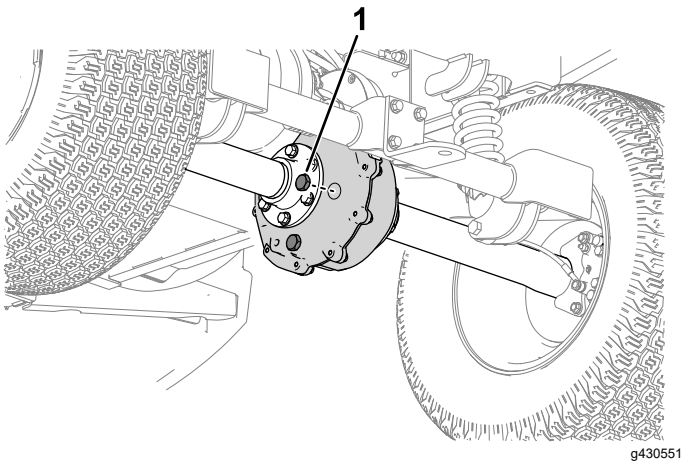

Figur 46
1. Ta bort växellådans påfyllningsplugg (Figur 46).
2. Om vätskenivån är låg ska du ta bort påfyllningspluggen och fylla på med angiven vätska [anges i Byta ut växellådsvätskan (sida 39)] tills den rinner ut ur hålet (Figur 46).